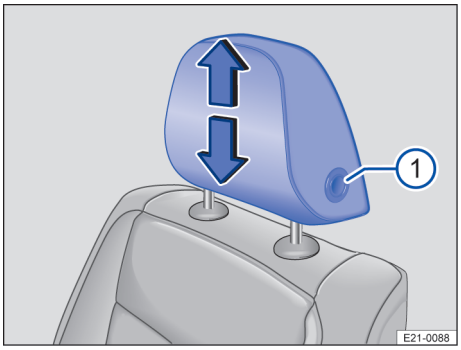

Fig. 75 Première rangée de sièges : réglage de l'appuie-tête
1. Déplacez l'appuie-tête vers le haut ou vers le bas en maintenant la touche enfoncée → fig. 75 ①.